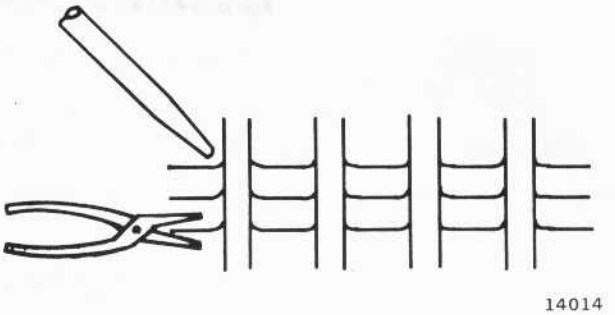

Fig. 2 – Checking Fin-To-Tube Bond
1. Using a suitable tool or probe, check fin-to-tube bond by gently pressing against the fin collar. A loose fin will move relative to the tube it supports, Fig. 2.